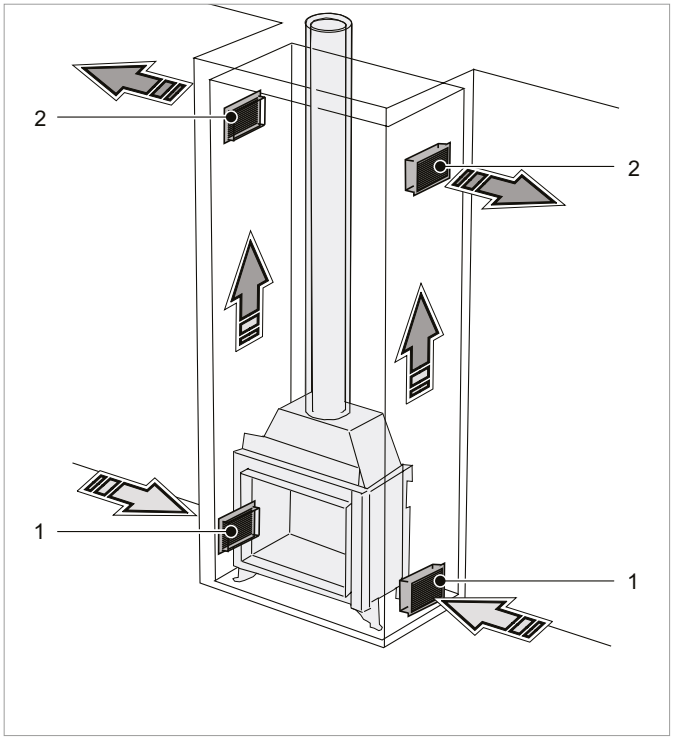

Figuur 16: *Ombouw haard zonder convectiemantel*
5. Plaats de restrictieplaat in de ogen aan de binnenzijde van de pijpopening (zie figuur 16).